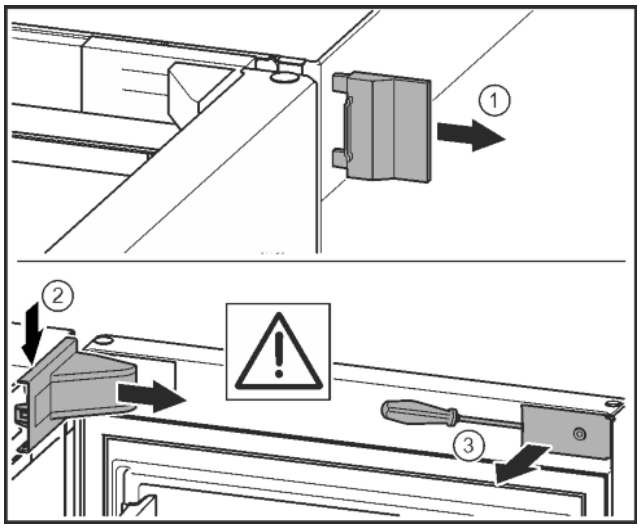

Fig. 10
- ▶ Снять внешнюю крышку. *Fig. 10 (1)*
- ▶ При помощи отвертки освободить крышку опорного кронштейна и отсоединить. Снять крышку опорного кронштейна. *Fig. 10 (2)*
- ▶ Шлицевой отверткой вывести накладку из зацепления и отвести в сторону. *Fig. 10 (3)*